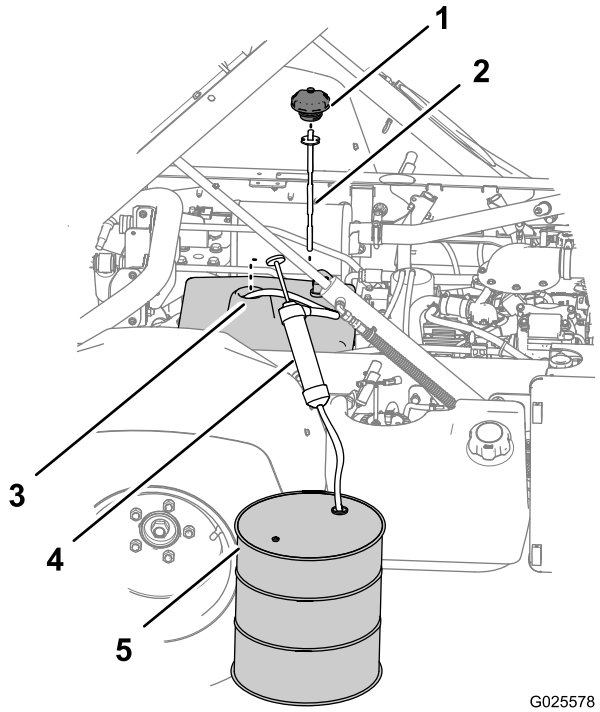

Figur 91
3. Fjern dækslet og målepinden fra påfyldningsstudsen på beholderen (Figur 91).
4. Drej indtagsslangen på pumpeudstyret gennem påfyldningsstudsen på hydraulikbeholderen til bunden af beholderen (Figur 91).
5. Før pumpeudstyrets udledningsslange i en opsamlingsbeholder (Figur 91) med en kapacitet på 11,4 liter – ikke TC-model eller en kapacitet på 18,9 liter – ikke TC-model med hydrauliksættet med høj flydeevne (ekstraudstyr) eller TC-model.
7. Fjern pumpeudstyret fra beholderen (Figur 91).
8. Fyld 7,5 liter – ikke-TC-model eller 15,1 liter – ikke-TC-model med hydrauliksættet med høj flydeevne (ekstraudstyr) eller TC-modellen på den angivne hydraulikvæske i hydraulikbeholderen (Figur 91).
9. Monter målepinden og dækslet til hydraulikbeholderens påfyldningsstuds (Figur 91).